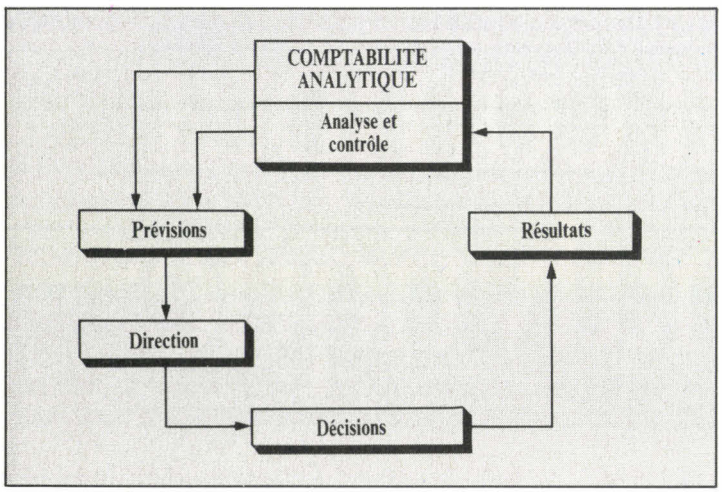

Fig. 1. – L'action cyclique de la comptabilité analytique.
– La CA a un rôle d'analyse et d'interprétation que n'a pas la CG ; elle fournit des informations à tout moment afin que le chef d'entreprise prenne des décisions. Enfin, les résultats seront à leur tour analysés et entraîneront de nouvelle décisions (**fig. 1**).